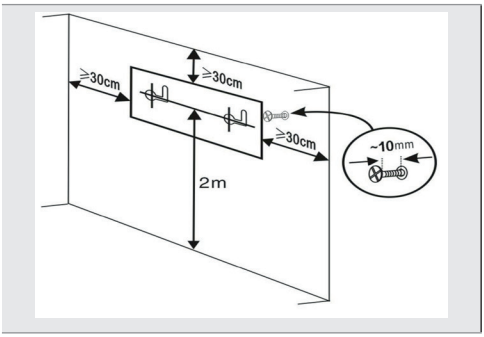
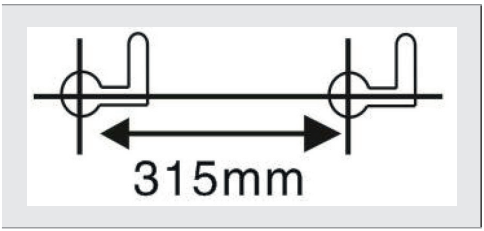

Abb.1a: Abstände
Abb.1b: Bohrloch-Abstand
Das Gerät darf nur bei sicherem, senkrechtem und stabilem Halt betrieben werden. Achten Sie stets auf den einzuhaltenden Mindestabstand (siehe Abb. 1a), andernfalls darf das Gerät nicht betrieben werden.
1. Bohren Sie analog zu den Mindestabständen (Abb.1a) 2 Löcher mit einem Abstand von 315mm in die Wand (Abb.1b) und stecken Sie die Wanddübel (Ø 6 mm) hinein.